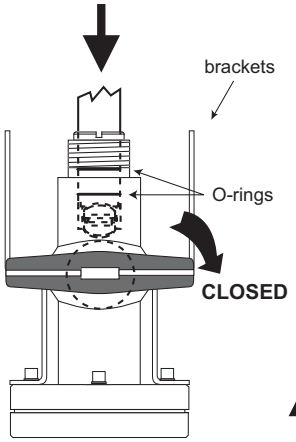

Figure 1
2. Carefully insert the sensor into the FP-319 valve assembly until the first two O-rings seat inside the bore (Figure 1).
3. Close the ball valve (Figure 1).